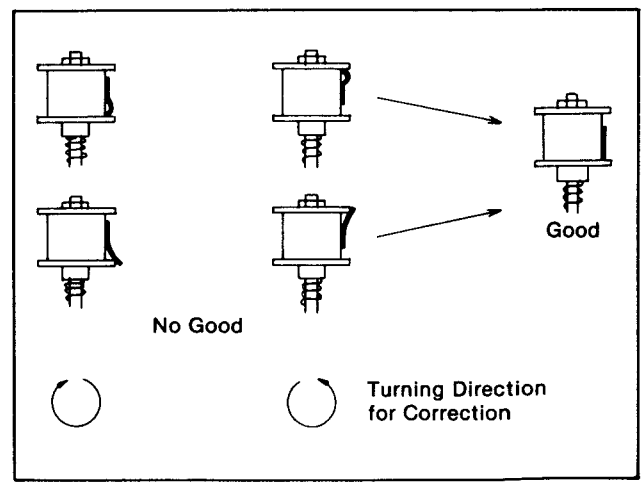

Figure M7
5. Finally, play back the ending portion of NV-E180 cassette, and confirm that the lower flange of the P1 post just touches the bottom edge of the tape by using the Check Light. If there is waving or frilling at the lower or upper edge of P1 Post, readjust the Height of P1 Post correctly. (Figure M7)